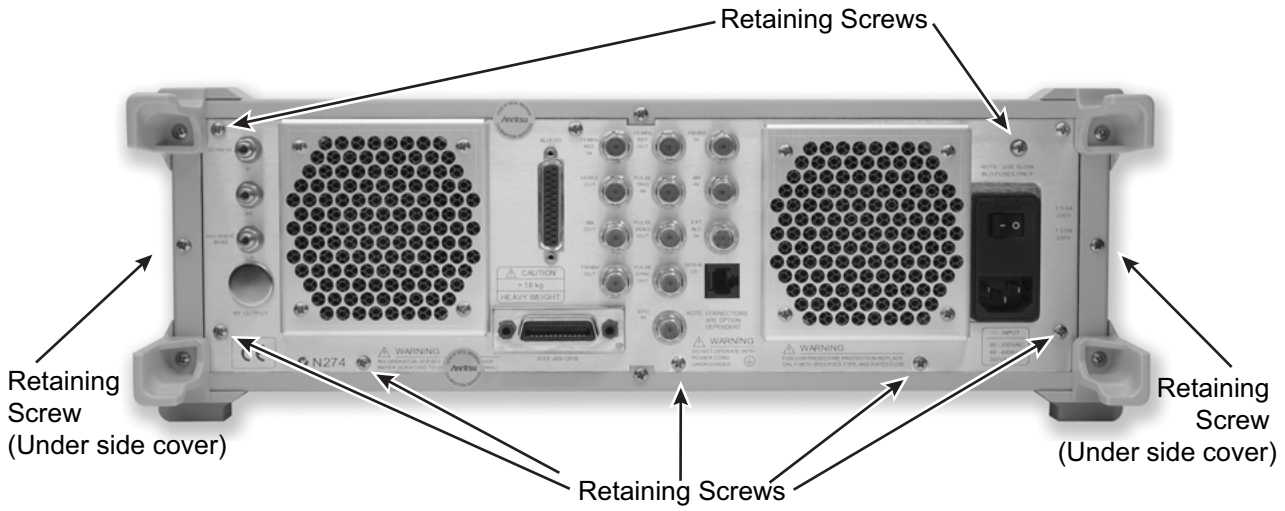

Figure 7-13. Rear Panel Retaining Screw Locations
2. Locate the six screws that secure the rear panel to the chassis and power supply (see Figure 7-13). Use a Phillips screw driver to remove the screws (retain the screws). The last screw is found on the side panel.